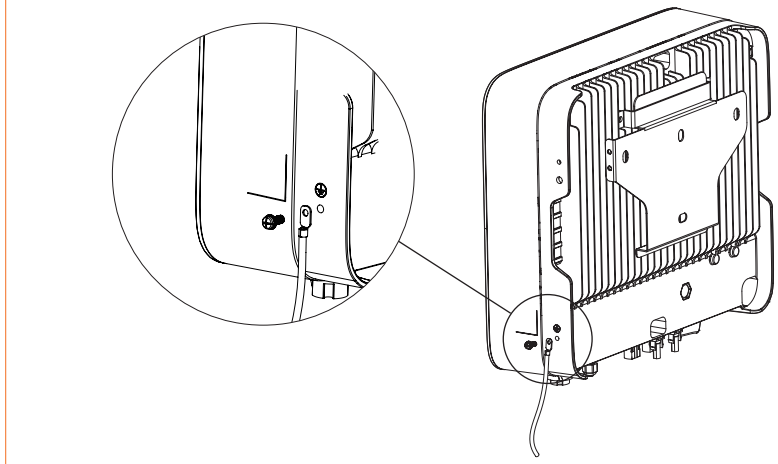

Figure 4-9 Grounding terminal connection
① The external grounding terminal is located in the lower right side of the inverter.
② Fix the grounding terminal to the PE wire with a proper tool and lock the grounding terminal to the grounding hole in the lower right side of the inverter, as shown in Figure 4-9.
③ The cross-sectional area of the external grounding cable is 4mm^2.